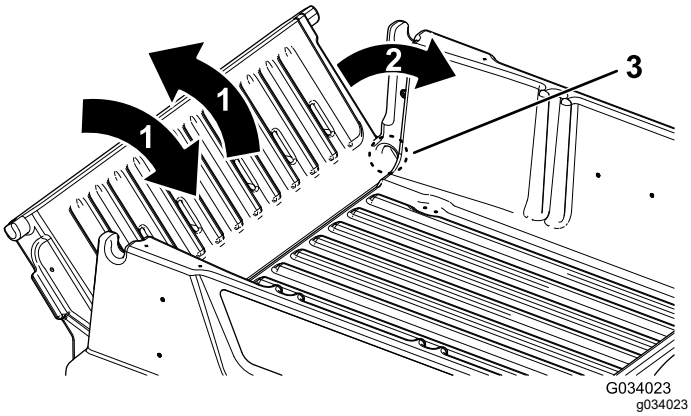

**Figuur 16**
2. Draai de achterlaadklep ongeveer in de 45°-stand (Figuur 16).
3. Beweeg de achterlaadklep enkele keren heen en weer met korte, schokkende bewegingen (Figuur 16).